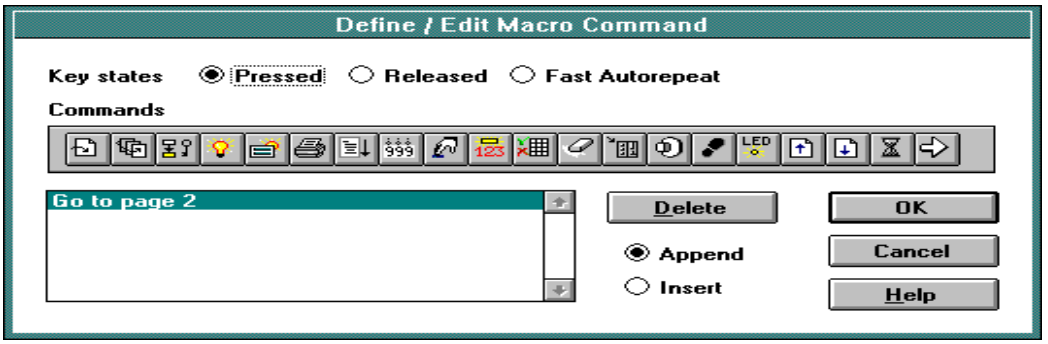

Figure 4
4. Another dialog box will appear (see Figure 4) that contains the same elementary macro commands that are present when using the keyboard macro editor. We want the panel to go to page 2 whenever the key is pressed. Click on the *Pressed* radio button beside of *Key states*. Then, click on the icon that represents the *Go to page* command. Doing so will bring up a dialog box that allows you to enter the page number you wish the panel to go to whenever this key is pressed. Enter the number 2 and select *OK*. This will return you to the dialog box shown below. Clicking on *OK* from here will bring up the *Configure Touchscreen Cell* dialog box.